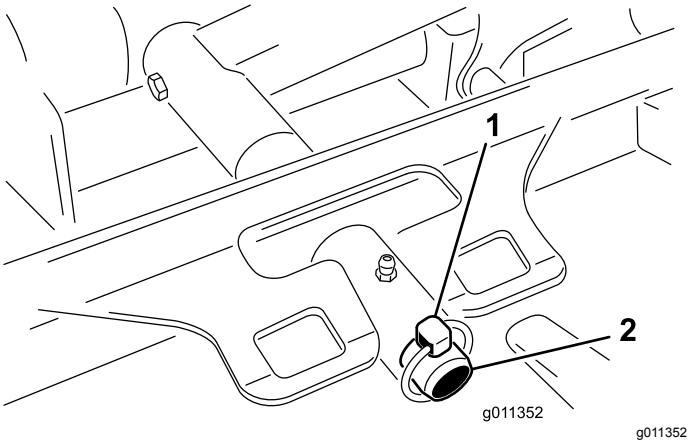

Figura 85
3. Retire el pasador de seguridad o la tuerca de retención (GM 4700 solamente) que sujeta el bastidor de tiro de la carcasa a la barra de giro del brazo de elevación (Figura 85).
3. Deslice el bastidor de tiro de la carcasa sobre el pasador de giro del brazo de elevación. Sujételo con un pasador de seguridad o una tuerca de retención (GM 4700 solamente) (Figura 85).